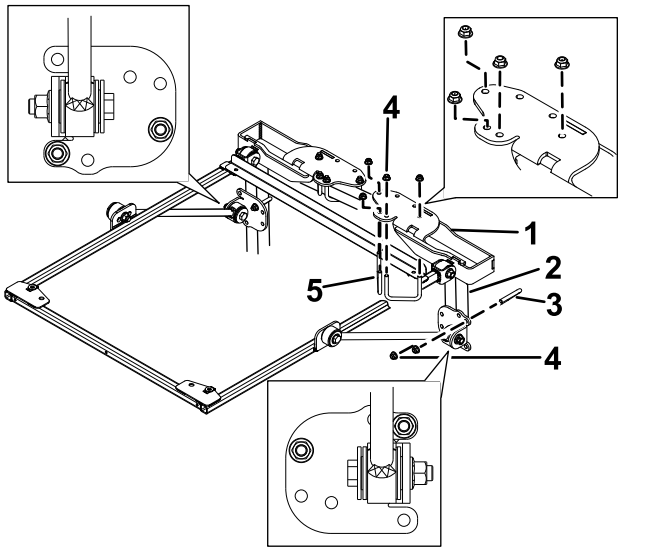

Рисунок 36
4. Установите монтажные кронштейны ROPS на верхнюю часть защитной дуги тягового блока (Рисунок 36). Убедитесь в том, что защитная дуга находится в центральном положении в монтажных кронштейнах ROPS.
5. Используя монтажные отверстия, показанные на Рисунок 36, прикрепите каждый монтажный кронштейн ROPS к верхней части защитной дуги с помощью 2 U-образных болтов (2¾ дюйма) и 4 фланцевых гаек.
6. Используя монтажные отверстия, показанные на Рисунок 36, прикрепите, не затягивая, каждый кронштейн подпорки к стойкам защитной дуги с помощью U-образного болта (4 дюйма) и 2 фланцевых гаек.